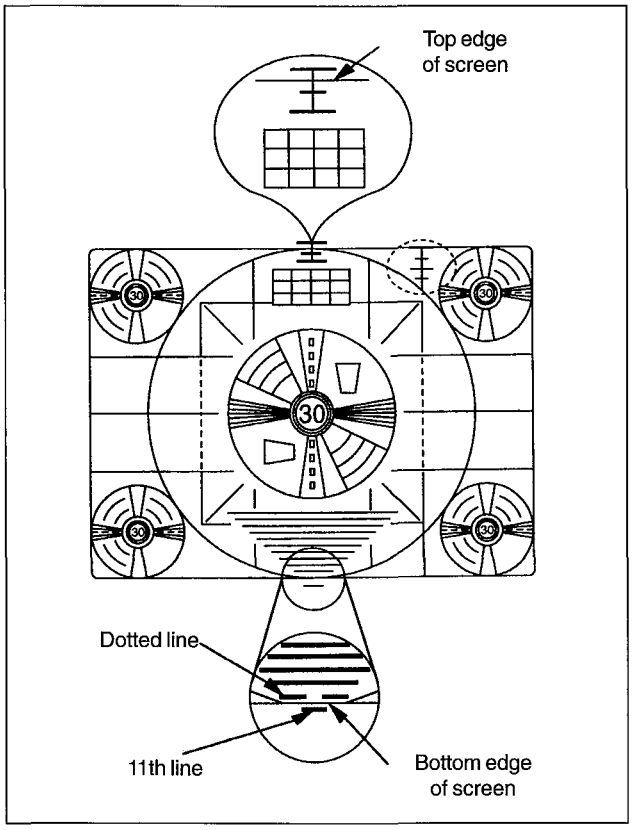

Fig. E5
- Adjust R3524 (Vertical Shift) so that the screen is as shown in Fig. E5.